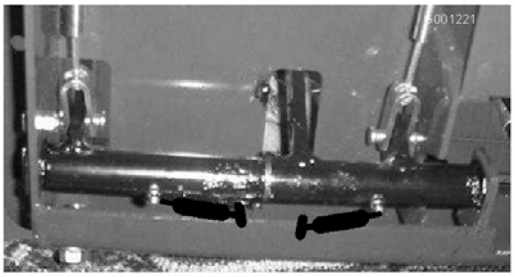

Figure 38
- Bagues de pivots de frein (Figure 38)
- Câbles de freins (côtés pédales de frein et roues motrices) (Figure 38)